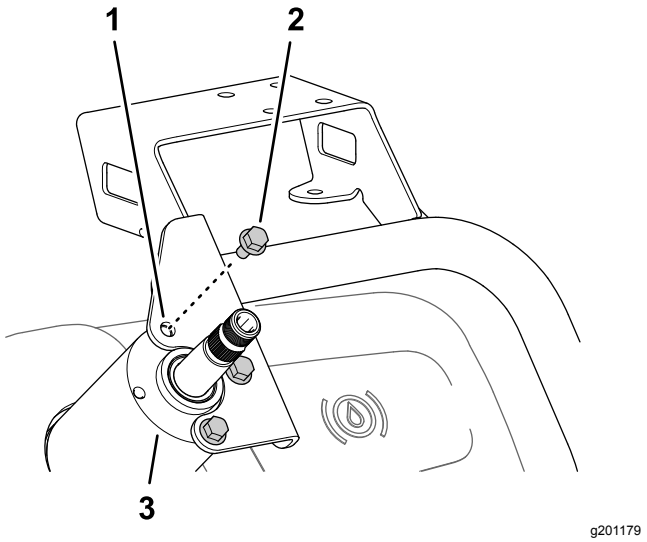

Figuur 161
2. Monteer de monitorbeugel op de behuizing van de stuurklep (Figuur 161); gebruik de 3 flenskopbouten (6 x 12 mm).